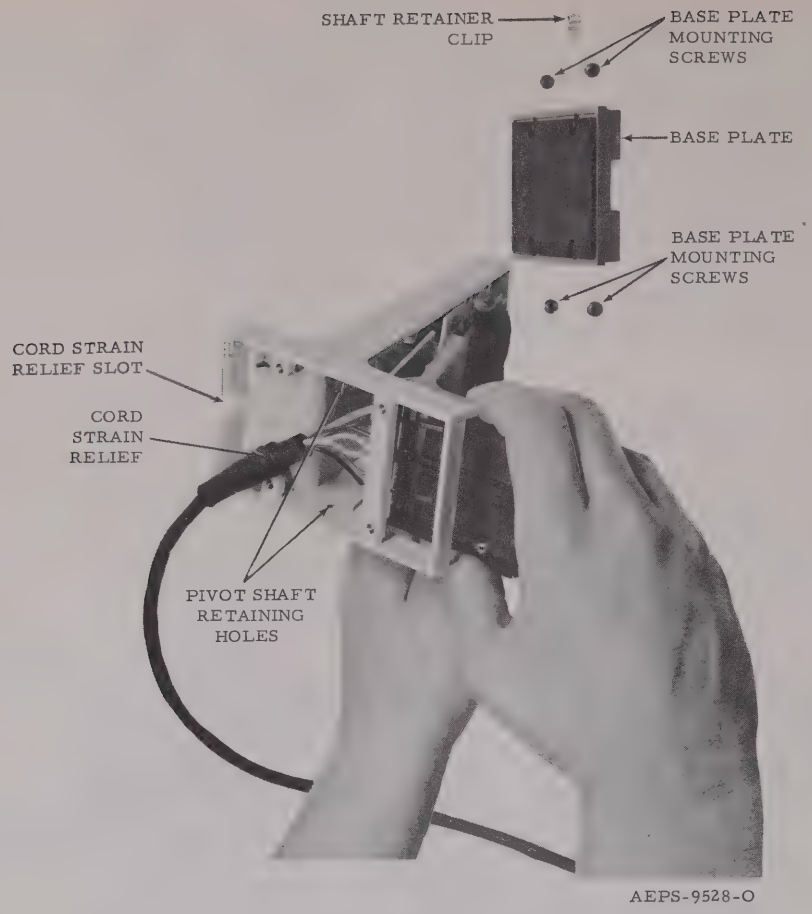

Figure 2.
(2) On the bottom of the microphone, remove the four screws that secure the baseplate to the housing; then remove the baseplate (Figure 2).
(4) Remove cord strain relief from U-shaped slot (Figure 2).
(5) Slide both halves of the pivot shaft toward the center releasing shaft from retaining holes (Figure 2).
(6) Swing lower edge of printed circuit board (including switches) forward to disengage the upper portion from the housing (Figure 2); then remove printed circuit board.
(1) Engage the upper portion of the printed circuit board in the housing at an angle of the housing (Figure 2).